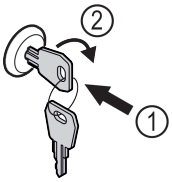

*Fig. 173 Reprezentare exemplificatoare*
▶ Introduceți cheia prin apăsare *Fig. 173 (1)*.
▶ Rotiți cheia cu 90° în sensul acelor de ceasornic *Fig. 173 (2)*.